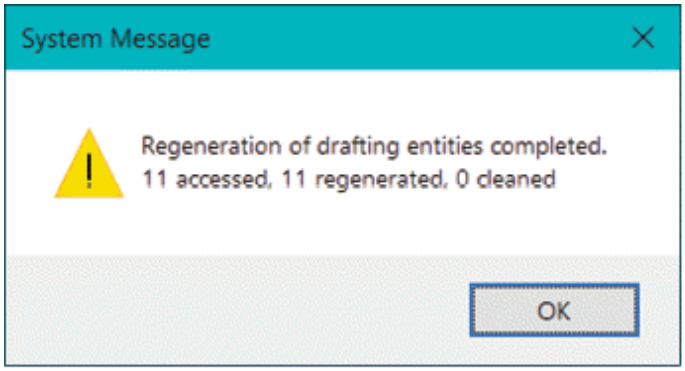

Figure-34. System Message information box
- Click on the **Validate** tool from the **Regenerate** group in the **Ribbon** to check whether all the entities are updated or need regeneration. The **System Message** information box will be displayed; refer to Figure-34. Click on the **OK** button from the information box.